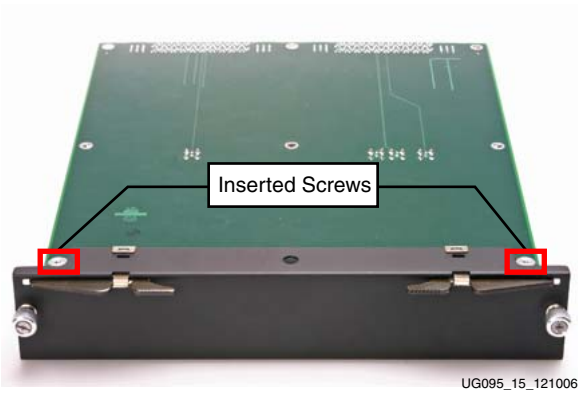

*Figure 15:* **Inserting the Screws (Upside-Down Front View)**
4. Set the two levers in the slots on both sides as shown in Figure 13, then use the screws provided in the ejector lever kit to fasten the levers (inserting the screws from the bottom of the panel). Make sure that the personality module is in between the levers and the screw mounts of the panel as shown in Figure 14 and Figure 15, page 16.